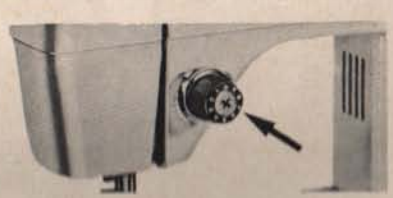

Abb. 13
10. Oberfadenspannung (Abb. 13)